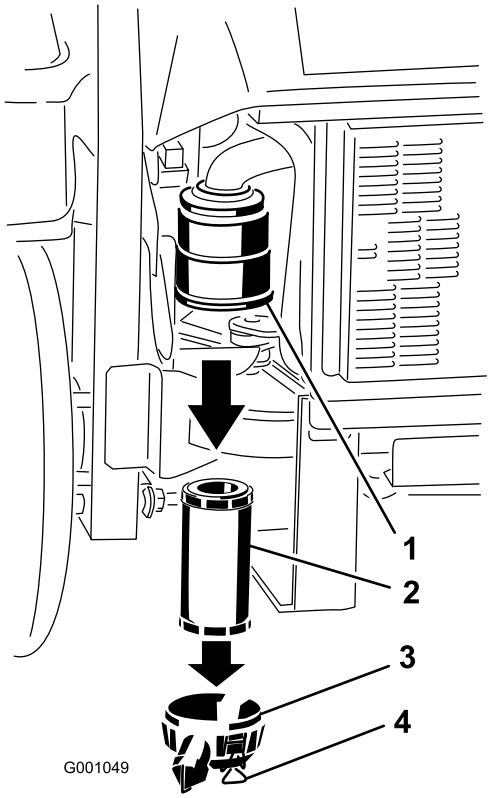

**Figur 43**
3. Lossa spärrhakarna på luftrenaren och dra av luftrenarkåpan från luftrenarhuset (Figur 43).
5. Dra försiktigt ut filtret ur luftrenarhuset (Figur 43). Undvik att knacka filtret mot sidan på luftrenarhuset.